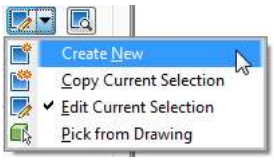

Figure 4-22 *Choosing the* ***Create New*** *option from the flyout*
1. In the **Analysis** tab, choose the down arrow button from the **Legend** area and then choose the **Create New** option from the flyout displayed, as shown in Figure 4-22. On doing so, the **Table Style - New Elevation Table Style** dialog box is displayed.